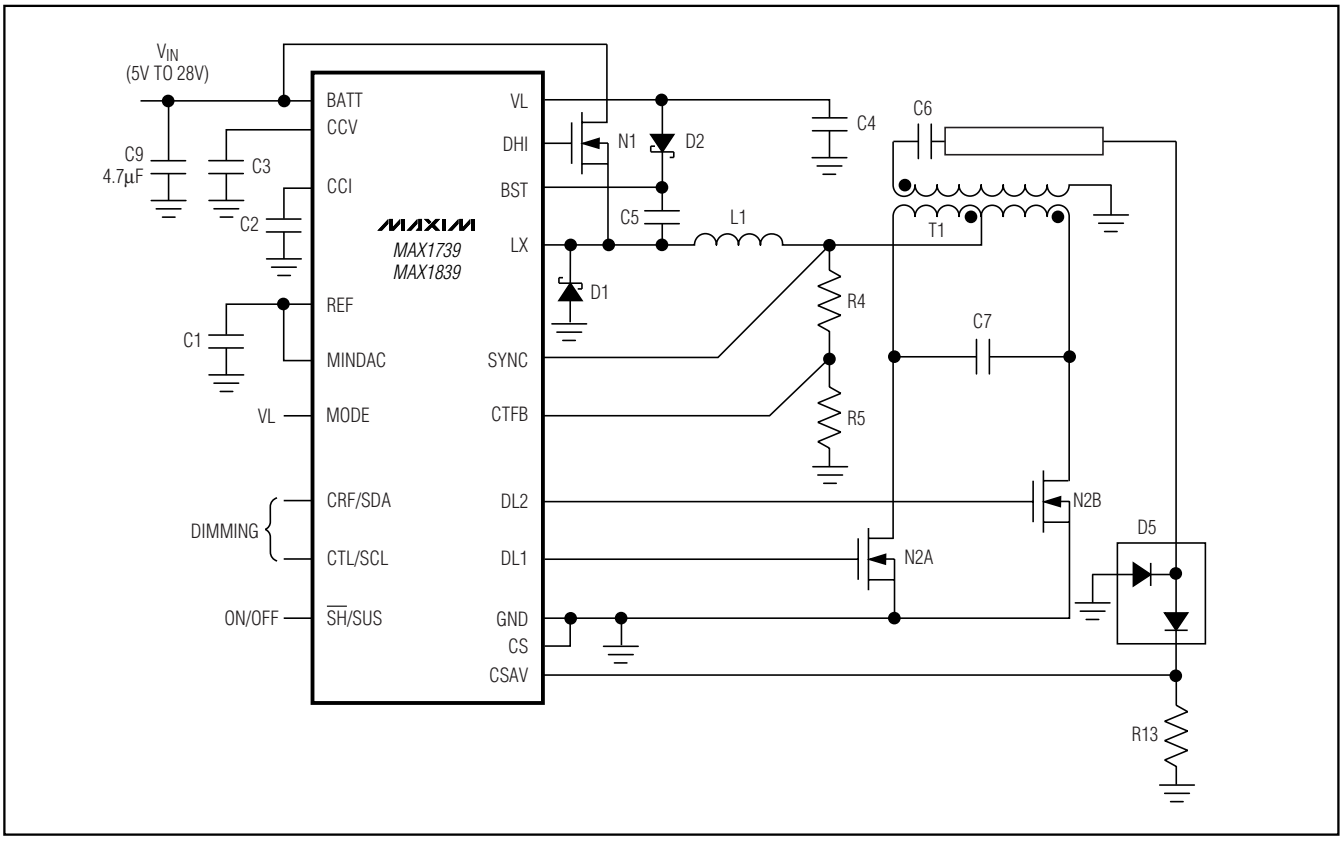

Figure 8. Standard Application Circuit
As shown in the standard application circuit (Figure 8), the MAX1739/MAX1839 regulate the current of a 4.5W CCFL. The IC's analog voltage interface sets the lamp brightness with a minimum 20:1 power adjustment range. This circuit operates from a wide supply-voltage range of 7V to 24V. Typical applications include notebook, desktop monitor, and car navigation displays.
Components T1, C6, C7, N2A, and N2B form the Royer oscillator. A Royer oscillator is a resonant tank circuit that oscillates at a frequency dependent on C7, the primary magnetizing inductance of T1 (LP), and the impedance seen by the T1 secondary. Figure 8 shows
The high-side MOSFET driver is powered by the external boosting circuit formed by C5 and D2. Connect BST through a signal-level Schottky diode to VL, and bypass it to LX with a 0.1µF ceramic capacitor. This circuit delivers the necessary power to drive N1 as shown in Figure 8. If a higher gate capacitance MOSFET is used, the size of the bypass capacitor must be increased. The current need at BST is as follows: